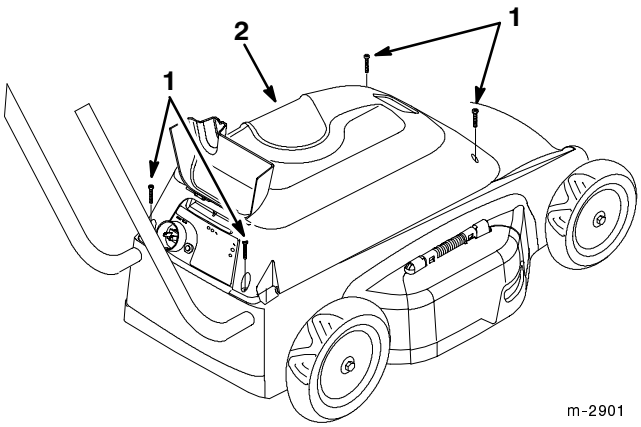

Abbildung 21
- Das obere Abdeckblech (Abb. 21) abnehmen und eventuelle Fremdkörper unter dem Blech und um die Batterie herum mit Druckluft, einem Staubsauger oder einer Bürste beseitigen.
2. Die vier Schrauben von der Abdeckung entfernen und die Abdeckung abnehmen (Abb. 21).
13. Das Abdeckblech mit vier Schrauben anbringen (Abb. 21).